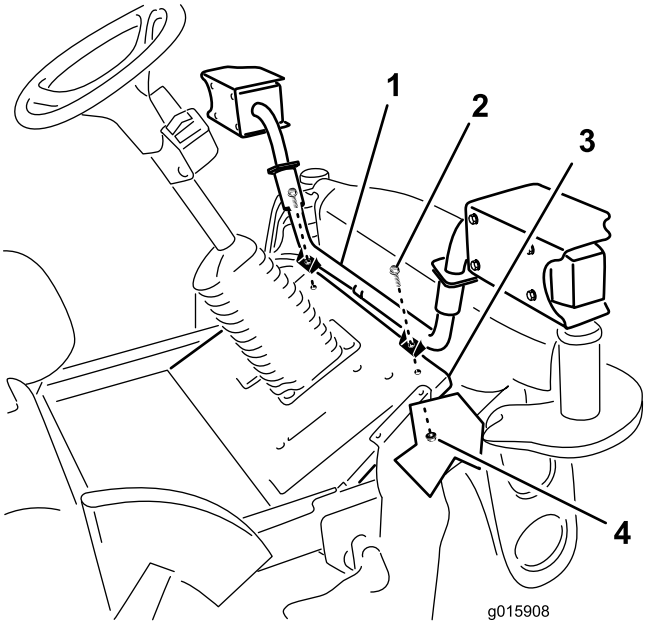

Figure 6
Secure the headlight mount to the platform with (2) 3/8 x 1–1/2 inch flange head screws and 3/8 inch flange nuts as shown in Figure 6.